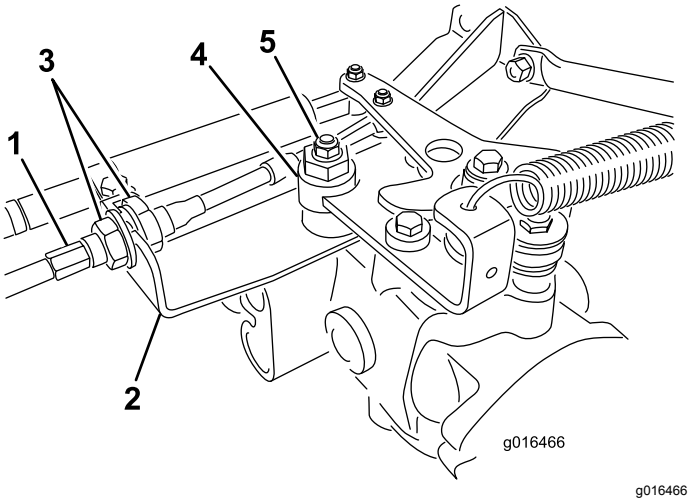

**Figur 41**
A. Lossa båda kontramuttrarna som säkrar drivkabeln till motorväggen på hydrostaten (Figur 41). Se till att lossa kontramuttrarna lika mycket och tillräckligt för att kunna göra en justering.
**Obs:** Lossa muttern som fäster excenterbulten på hydrostatens ovandel (Figur 41).
E. När hjulet slutar rotera drar du åt muttern som låser excenterbulten och justeringen (Figur 41).
G. Dra åt låsmuttrarna jämnt på båda sidor av motorväggen och säkra drivkabeln vid motorväggen (Figur 41). Vrid inte kabeln.